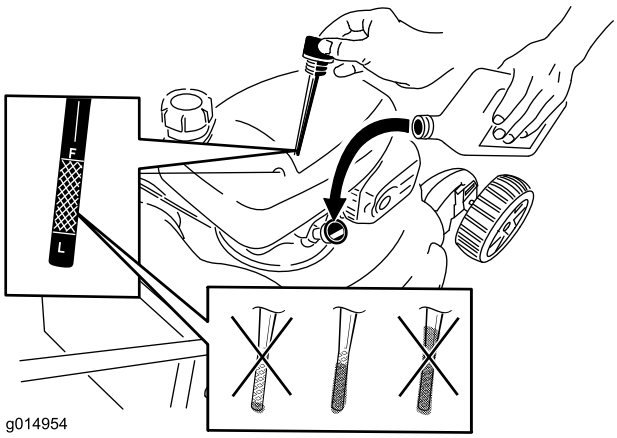

Figuur 7
1. Verwijder de peilstok (Figuur 7).
2. Giet **langzaam** olie in de vulbuis en controleer het peil periodiek met behulp van de peilstok zoals wordt getoond in Figuur 7 totdat u op de peilstok kunt aflezen dat het carter is gevuld. **Niet te vol vullen.** (Maximaal vullen: 0,55 l, **type: SAE 30 motorolie** met onderhoudsclassificatie van het American Petroleum Institute (API) van SL, SM of hoger. U kunt SAE 10W30 gebruiken als geen SAE 30 voorhanden is.)